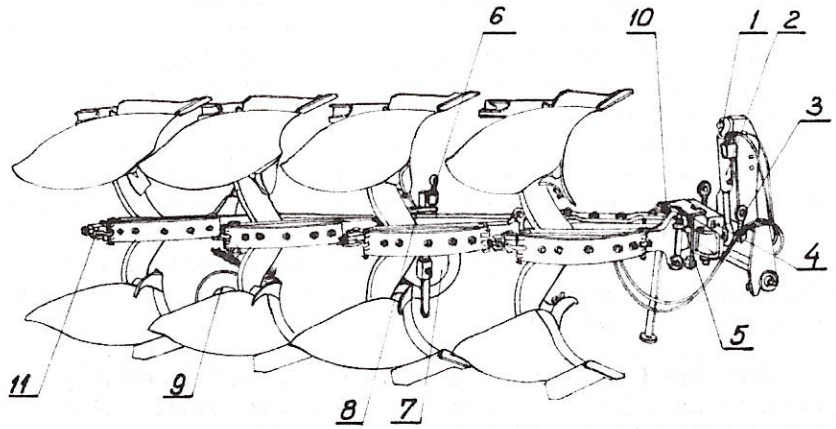

Rys.22. Schemat smarowania pługa.
- Smarowanie przeprowadź w miejscach oznaczonych (Rys. 22).